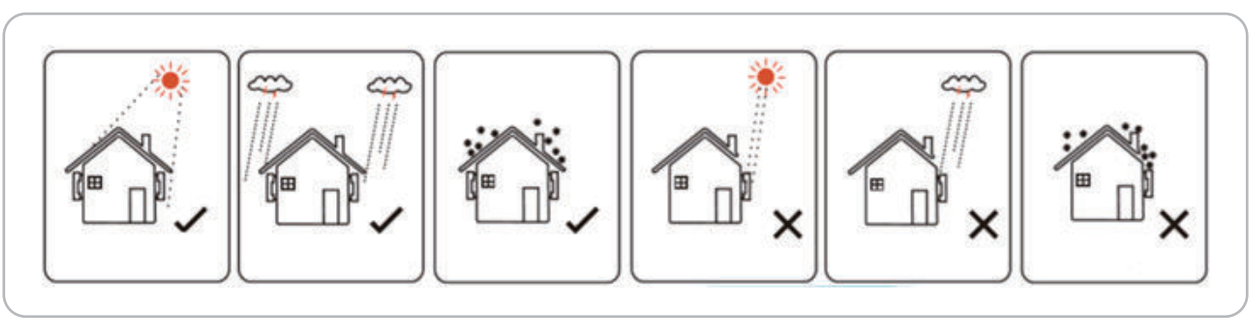

Figure 3-1 Recommended installation location
3.1.1 Recommended installation location of the inverter, as shown in Figure 3-1: